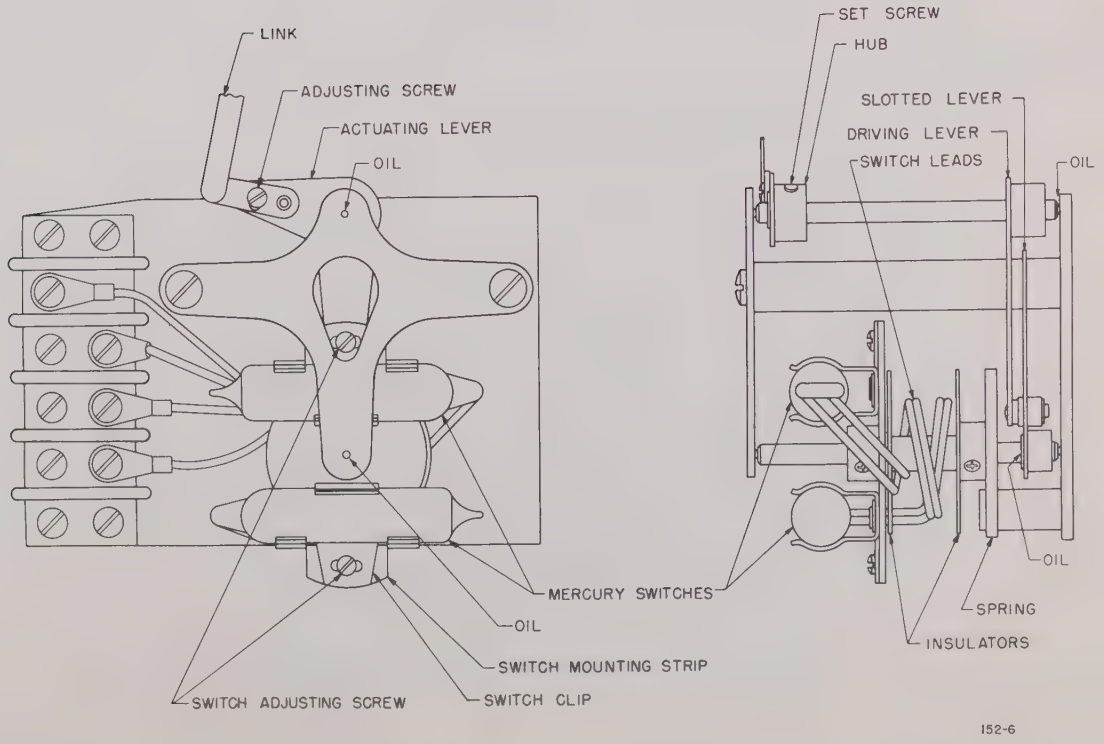

Figure 1. Contact Control Unit
(1) MAKE SURE INSTRUMENT IS LEVEL. Check latch adjustment as described in instrument installation section.
(2) Inspect switch mechanism (fig. 1) for disconnected, broken or missing parts.
(3) Inspect switches and mounting strip for damage. Make sure glass tubes are not cracked or broken.
(4) If a switch has been rotated in its clip, it may fail to make contact. Make sure switches are properly positioned (with the "UP" label upward) and securely cemented in their clips.
(a) Remove connecting link between differential lever and actuating lever (fig. 1) on switch mechanism.